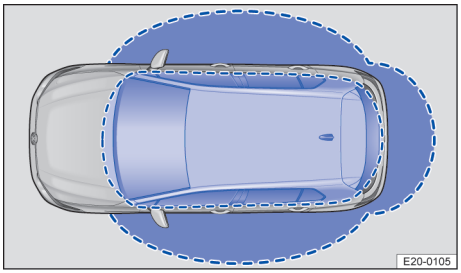

Fig. 56 Keyless Entry : zones de proximité
1. Le véhicule est déverrouillé lors de la détection de la clé du véhicule dans une zone de proximité → fig. 56. Tous les clignotants clignotent deux fois.